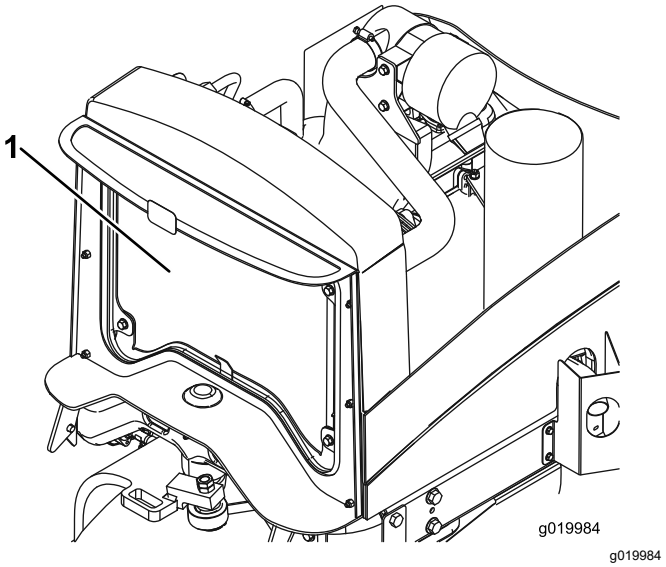

Figur 62
4. Rengør begge sider af køleren grundigt med trykluft (Figur 62).